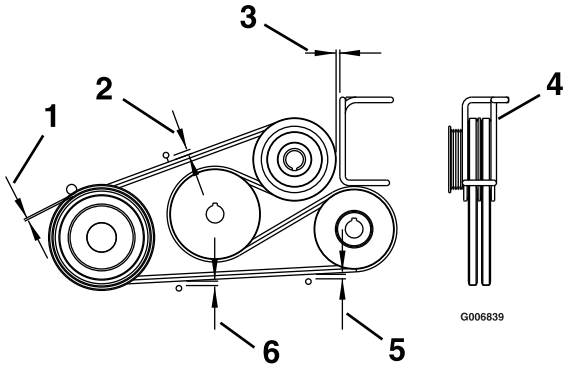

Figuur 60
4. Stel riemgeleiders in zoals in Figuur 60.